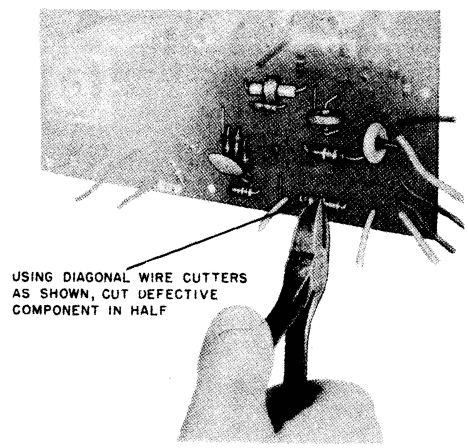

FIGURE 2. Cutting a Defective Resistor Apart so as to Have Maximum Lead Length Left.
2. If there is not enough length in the leads extending from the defective component to use the method described above, cut the defective component in half. Then cut through each half of the component until it is broken away from its lead. By performing this procedure carefully, enough extra lead (inside components) will be gained to permit soldering the replacement component to it. ***See Figures 2 and 3.***